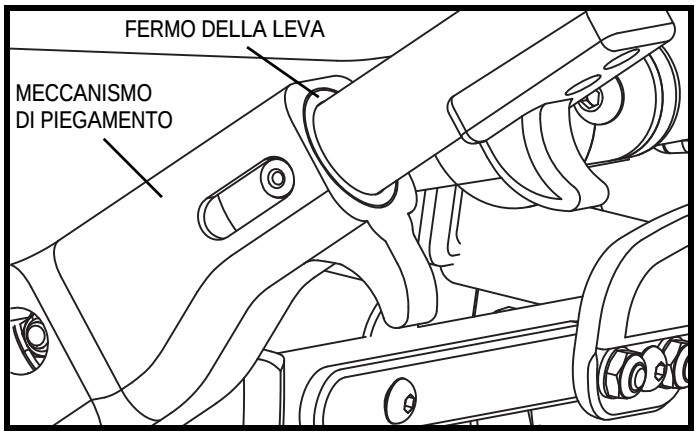

Figura 13. Fermo della leva di piegamento del Kids FAST
3. Assicurarsi che le leve di piegamento siano agganciate nelle chiusure del telaio verificando che la parte posteriore della leva di piegamento sia allineata sul fermo della leva stessa. **Vedere la figura 13.**